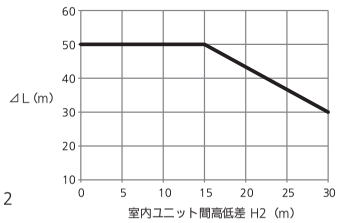

図2
- ⊿Lの制限が変わります。下記の図2 を参考にしてください。